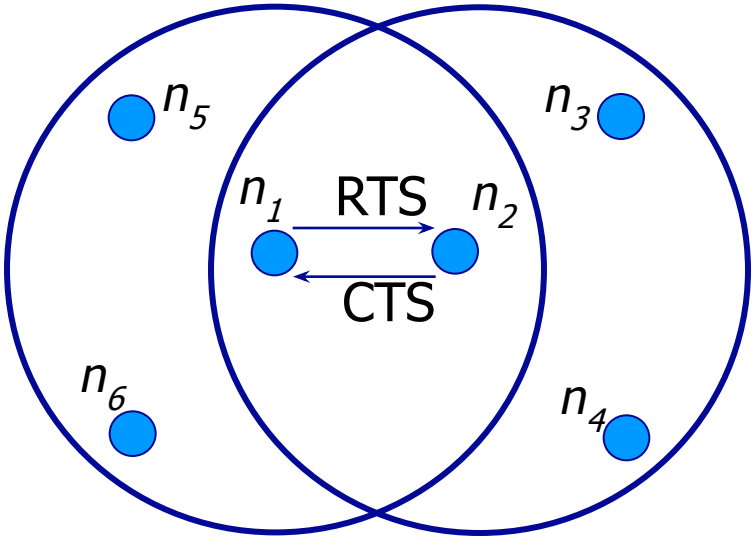

Fig. 1. **Область коллизий (CD)** для двух взаимодействующих узлов
- На рис.1 поясняются понятие CD для систем стандарта IEEE 802.11 и **понятие области передачи TRi** – Transmission Range для узла ni.